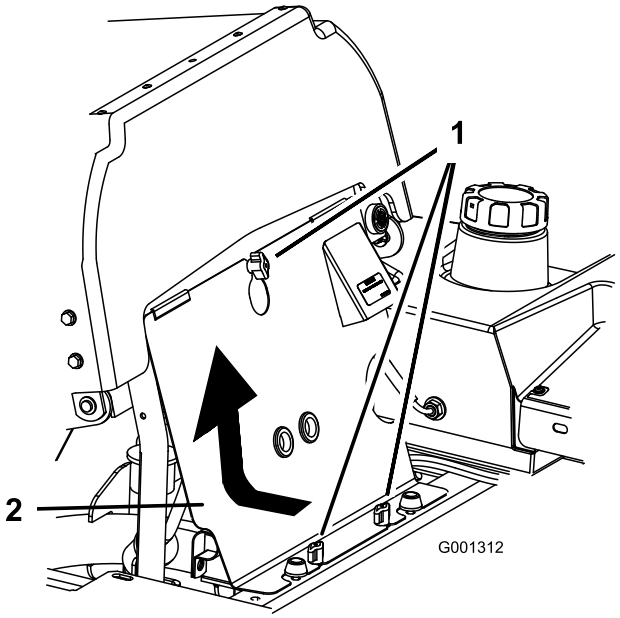

Figur 60
3. Lossa rattarna på den främre motorkåpan och ta bort panelen (Figur 60).